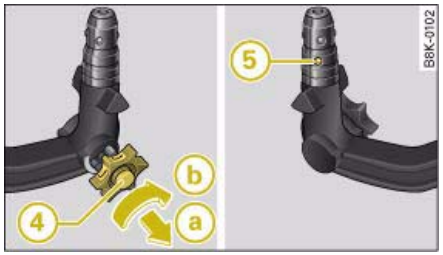

Fig. 239 Removable towing bracket: Setting the spring mechanism to the "ready" position
– Insert the key (4) ⇒ fig. 239 for locking the ball joint into the lock on the knob and turn it clockwise. ▶